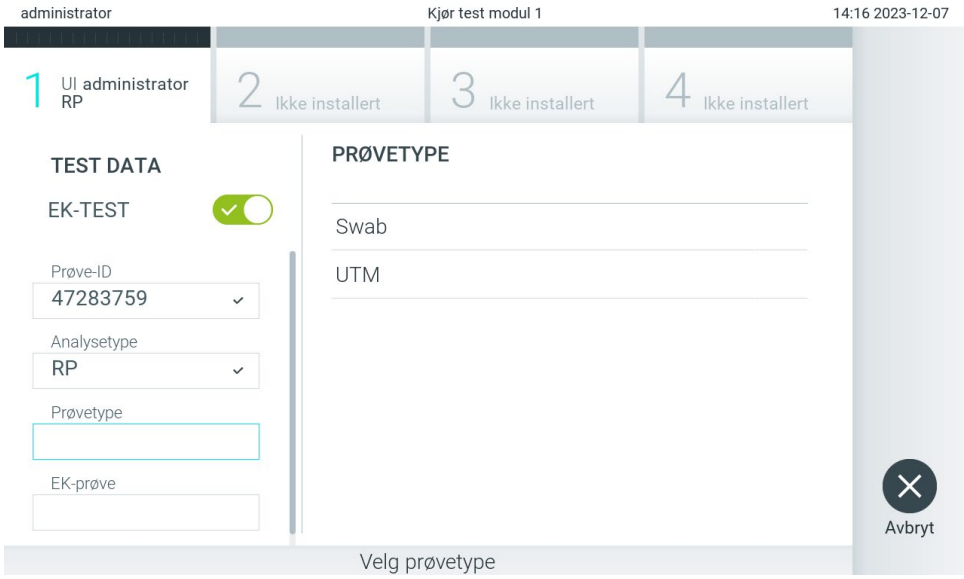

Figur 94. Velge en prøvetype.
5. Velg om nødvendig riktig prøvetype fra listen (figur 94).